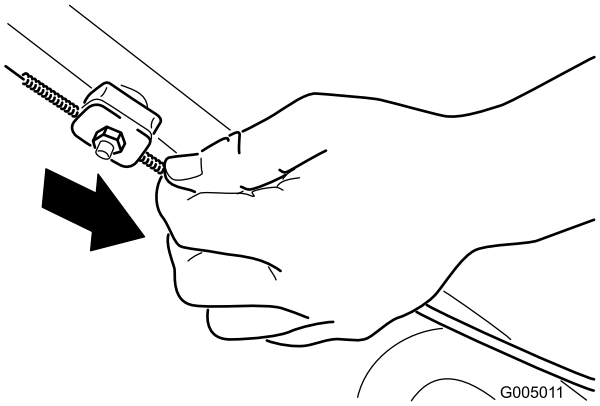

Figura 22
2. Tire hacia abajo de la cubierta del cable (hacia la máquina) hasta eliminar la holgura del cable (Figura 22).